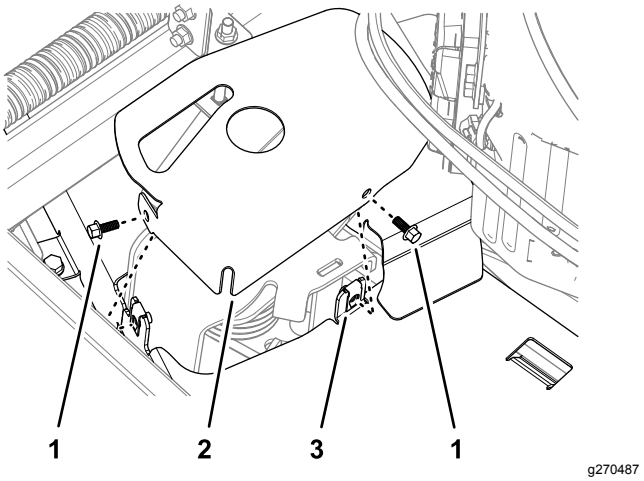

Figure 5
1. Remove the 2 flange-head screws that secure the tensioner cover to the left belt cover, and remove the tensioner cover (Figure 5).